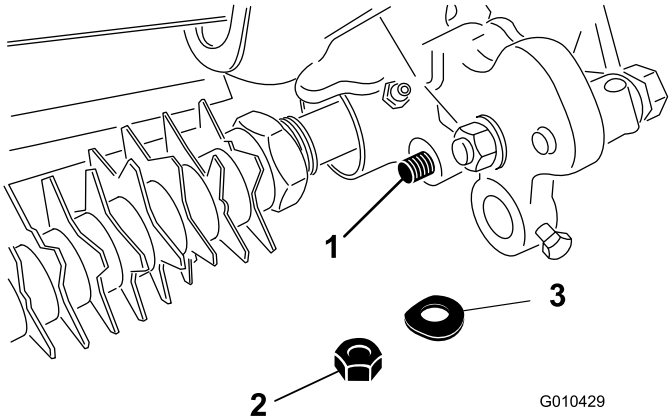

Figura 15
8. Prenda a extremidade da haste do conjunto do braço de ajuste no conjunto da transmissão do rastelo com uma anilha da mola e porca de bloqueio (3/8 pol.) como se vê na Figura 15.
13. Prenda a extremidade da haste do conjunto do braço de ajuste no conjunto da transmissão do rastelo com uma anilha da mola e porca de bloqueio (3/8 pol.) como se vê na Figura 15.